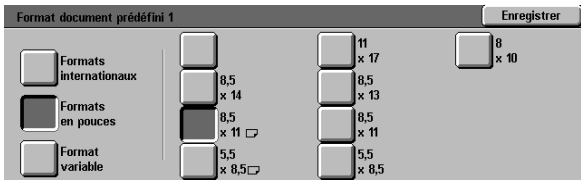

Figure 60 : Écran Formats document prédéfinis lorsque le paramètre Formats en pouces est sélectionné
- Appuyez sur la touche **Formats en pouces** et choisissez l'un des formats standard américains disponibles (figure 60)
- Appuyez sur la touche **Format variable**, puis à l'aide des flèches vers le haut et vers le bas, définissez les dimensions horizontales (X) et verticales (Y) d'un format personnalisé.